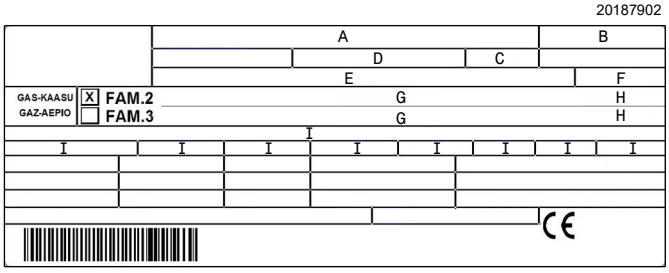

Abb. 10
- das Modell (**A**)(Abb. 10) und der Typ des Brenners (**B**);